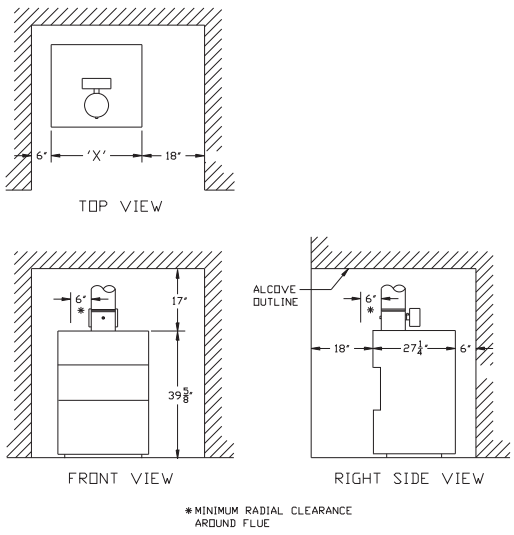

FIGURE 2: CGSA BOILERS - CLEARANCES TO ALL TYPES OF COMBUSTIBLE CONSTRUCTION AND NONCOMBUSTIBLE CEILINGS, WALLS, AND DOORS.
- Observe the minimum clearances shown below. These clearances apply to all combustible construction, as well as noncombustible walls, ceilings and doors. Also see Figure 2.
- A 24” service clearance from the jacket is recommended on the left, right, and front of the boiler. These clearances may be reduced to those shown in Figure 2, however servicing the boiler will become increasingly difficult as these service clearances are reduced.